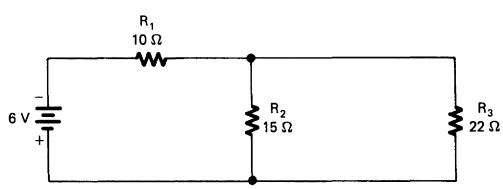

FIGURE 3-4A Series-parallel combination circuit.
1. Construct the circuit shown in Fig. 3-4A.
9. Compute the total resistance for the circuit shown in Fig. 3-4A. (Remember to add the series resistance to the parallel resistance.)
10. Disconnect the power supply from the circuit in Fig. 3-4A. Prepare the multimeter to measure resistance. Connect the multimeter where the power supply was connected. Measure and record the total resistance of the circuit.